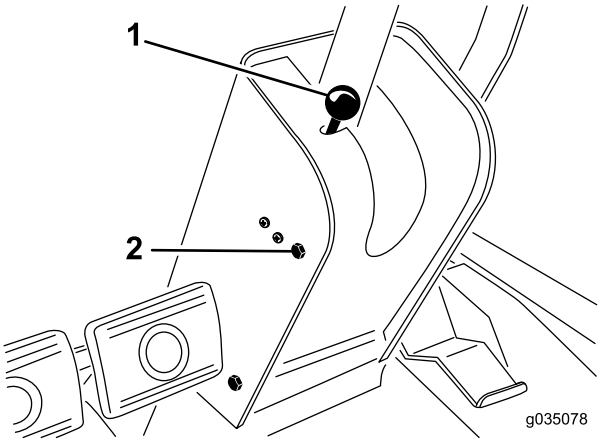

Figur 32
1. Fjern knappen fra parkeringsbremsen og skruerne fra ratstammekappen (Figur 32).